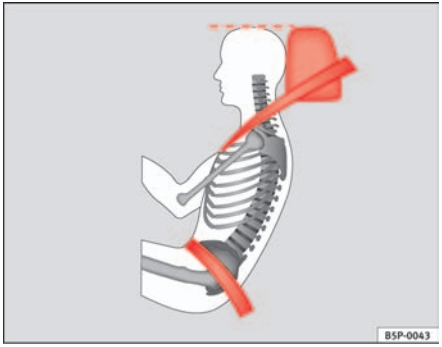

Fig. 13 Correct belt web and head restraint positions, viewed from side
- **The lap part of the seat belt must lie across the pelvis, never across the stomach. The seat belt must lie flat and snugly on the pelvis ⇒ page 22, fig. 13. Pull the belt tight, if necessary to take up any slack.**